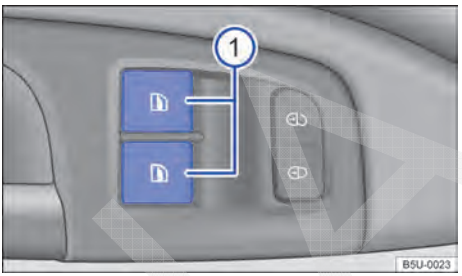
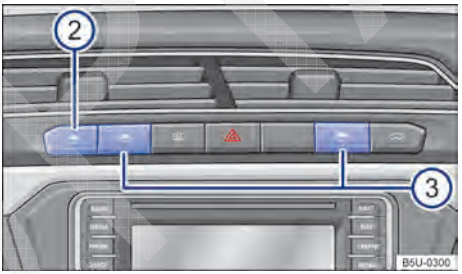

Fig. 31 Na porta do condutor: teclas dos vidros elétricos dianteiros.
Fig. 32 No console central: teclas dos vidros elétricos traseiros.
Legenda para → Fig. 31 e → Fig. 32:
-	A tecla de segurança → Fig. 32 ② desativa as teclas dos vidros elétricos nas portas traseiras. Com isso, a luz de controle amarela na tecla se acende.